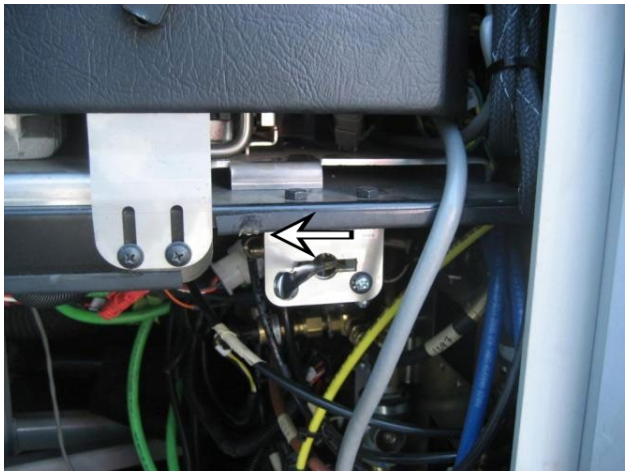

FIGURE 57:LOCATION OF COMMUTER TAG AXLE AIR VALVE
7. On X-Series commuter vehicles only, the tag axle air valve lever is located in the front service compartment. Move it forward as shown on Figure 57.